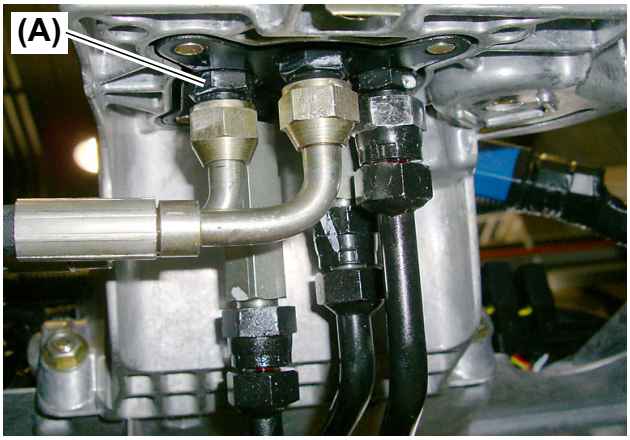

Fig. 11
- **When installing the piping, be careful not to loosen the fitting (Fig. 11, (A)) on the power steering valve side. After installing, make sure that the fitting has not been loosened.**